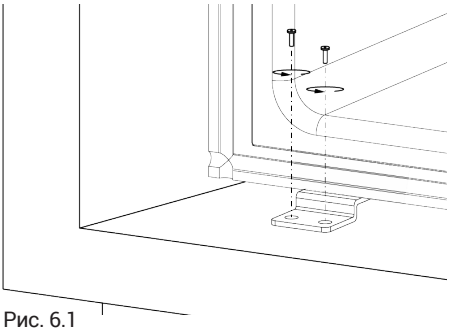

Рис. 6.1
6. Закрепите с помощью винтов, как указано на рис. 6.1 - 6.4.